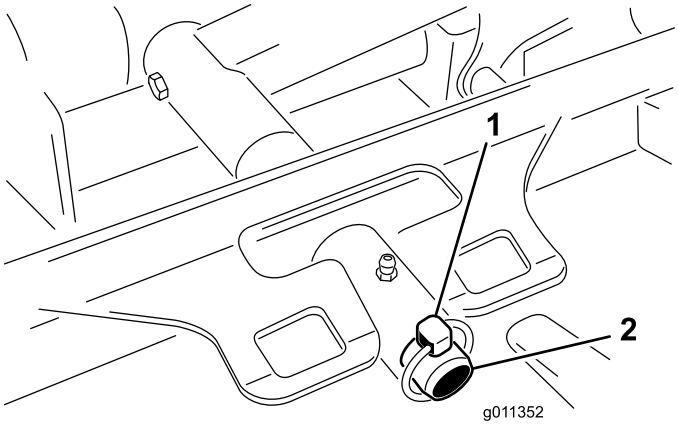

Figur 65
3. Fjern ringstiften som fester klippeenhetens bæreramme til løftearmens svingbolt (Figur 65).
3. Skyv klippeenhetens bæreramme inn på løftearmens svingbolt. Fest med ringstift (Figur 65).